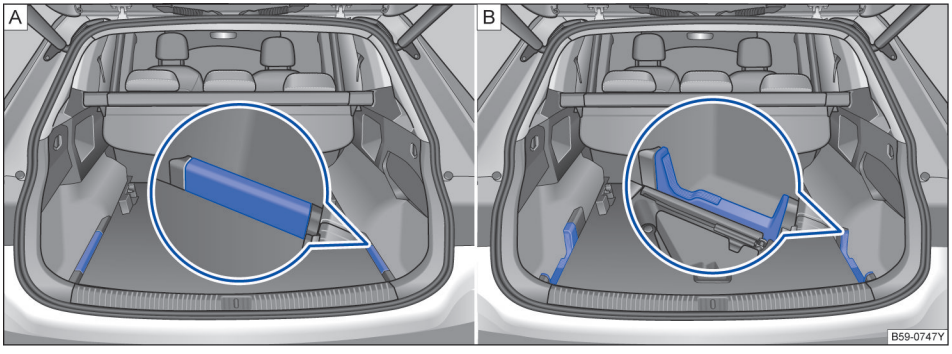

图 193 行李厢内两侧：内饰板 ▶
– 将行李厢内饰板→ 图 193 A 拉出，顺时针垂直旋转 180° 如图→ 图 193 B。